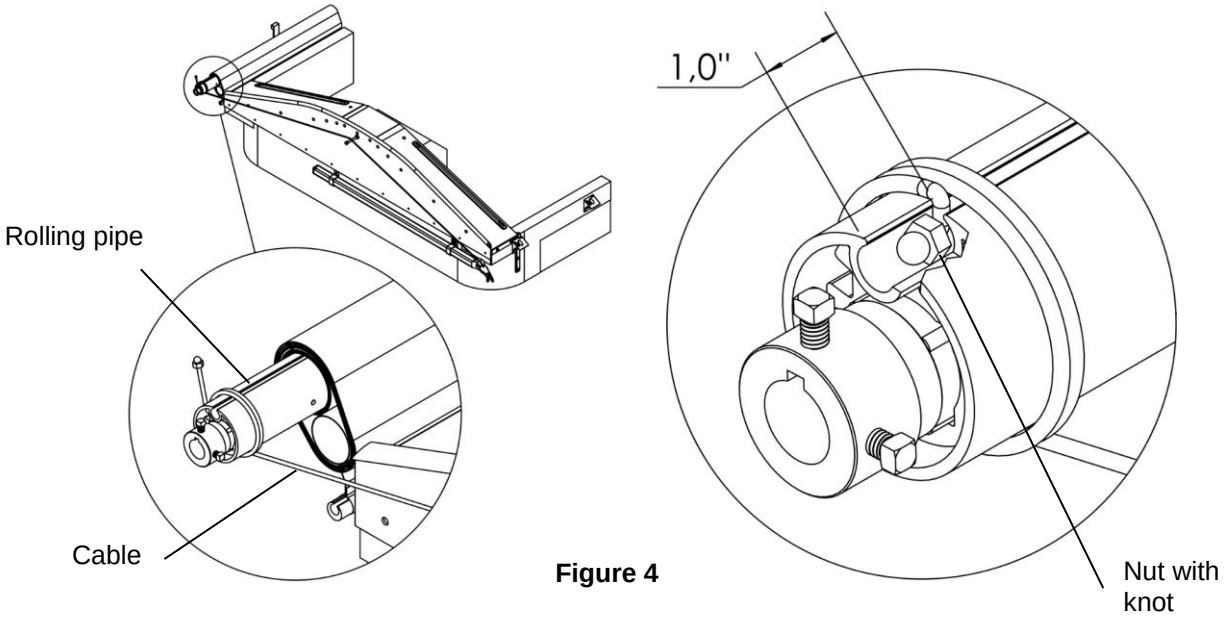

Figure 4
2. **Figure 4.** Slide the cable under the roll pipe and roll the cable around the pipe.